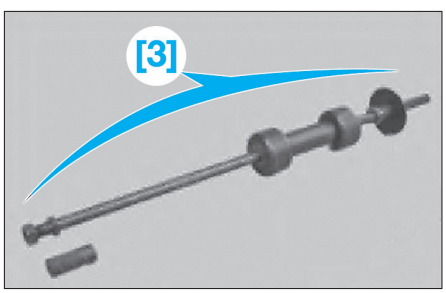

Fig. 54
- [3]. Masse à inertie (réf BMW : 33 4 200) **(Fig.54)**.